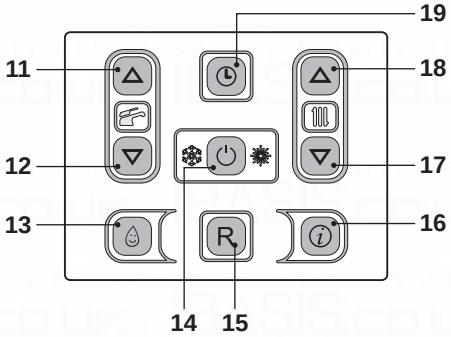

Fig. 2.7
Enter "programming mode" by holding down key 19 for 5 seconds (Fig. 2.7) until
Use keys 17 (decrease) and 18 (increase) Fig. 2.7 to set the time, day and date values, using keys 11 and 12 to move from one parameter to the next.
- Press the key 14 for 2 seconds until both and symbols appear on the display Fig. 2.7.